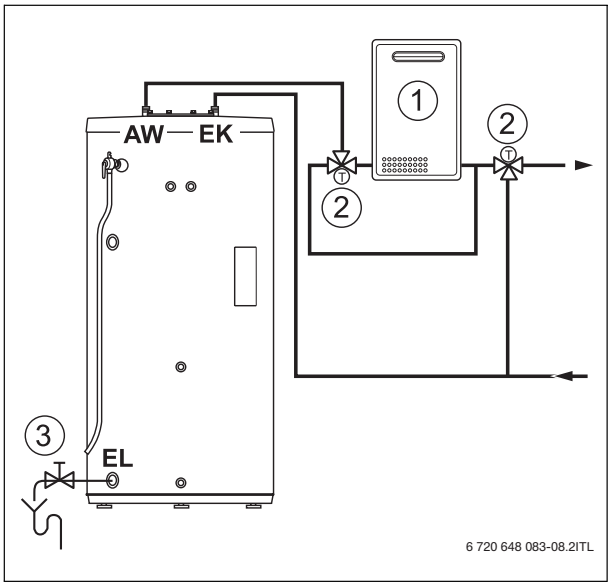
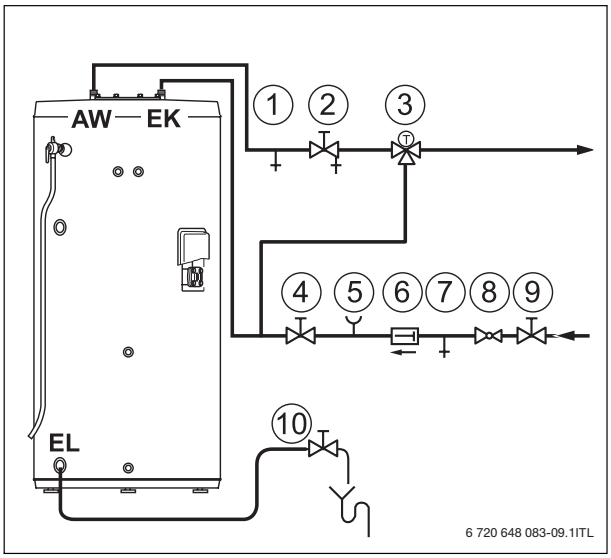

Fig. 12 Schéma de raccordement du circuit d'eau chaude sanitaire avec utilisation d'un chauffe-eau externe
Fig. 13 Schéma de raccordement du circuit d'eau chaude sanitaire avec chauffage électrique (sans chauffe-eau externe)
- ▶ Pour limiter la température de puisage à maximum 122 °F (50 °C), installer un mitigeur thermostatique (accessoire) sur la conduite d'ECS (→ fig. 12, [2] et fig. 13, [3]).